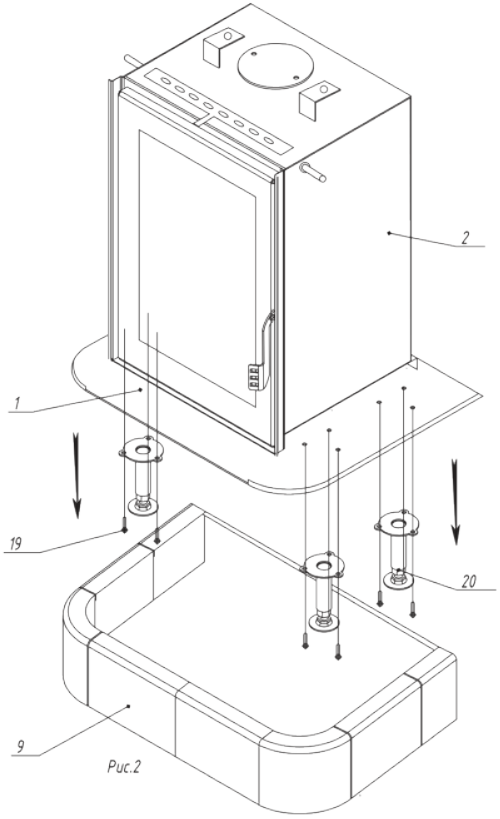

Рис.2
3. Топка 2 в сборе с основанием 1 и опорами 20 ставится на цоколь керамический 9, предварительно отрегулировав опоры 20 по высоте (Рис. 2)